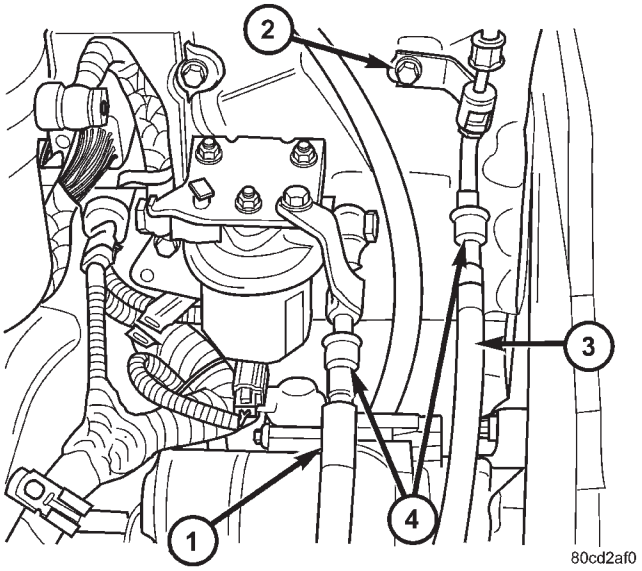

Fig. 3 QUICK-CONNECT FITTINGS LOCATION
- Disconnect fuel supply and return lines (quick-connects) at rear of engine (Fig. 3).